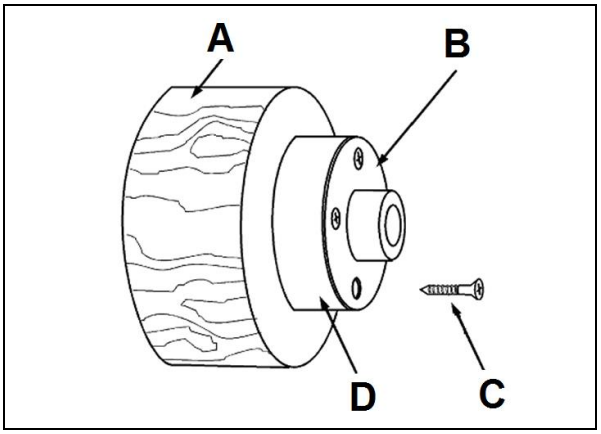

Fig 28
Befestigen Sie das Werkstück (A, Fig 28) mit 4 Holzschrauben (C) direkt an der Aufspannscheibe. Seien Sie vorsichtig bei der Schraubenwahl. Zu lange Schrauben ragen in den Zerspanungsbereich und zu kurze ergeben keine sichere Aufspannung.